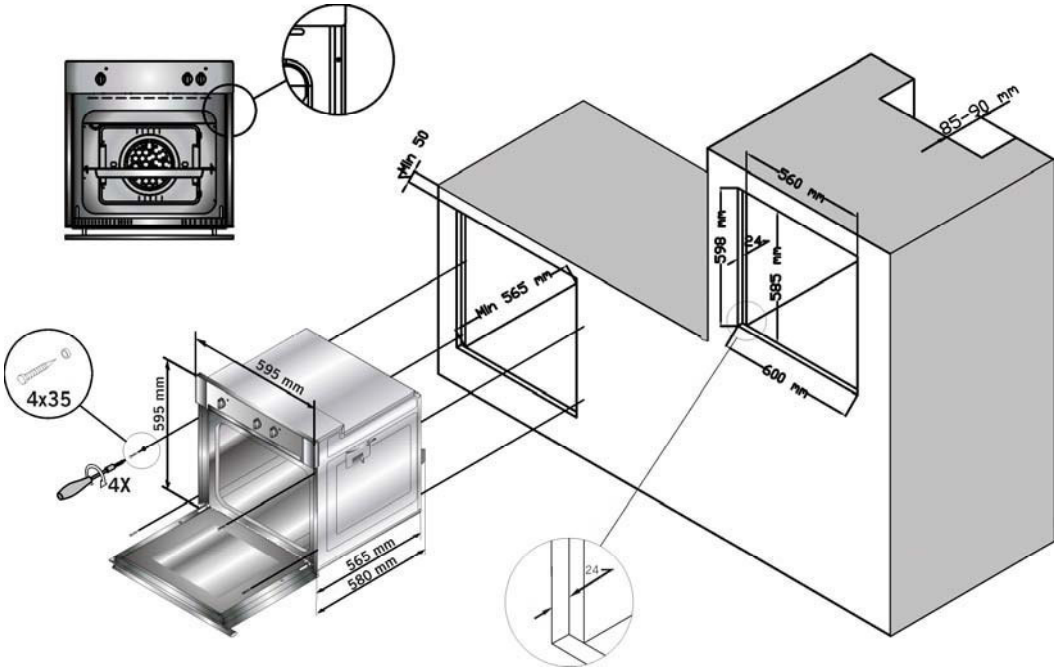

Figure-1
3. The oven can be installed into a Standard 600 mm housing unit as shown in Figure-1, or in a tall housing unit when built-in a column.